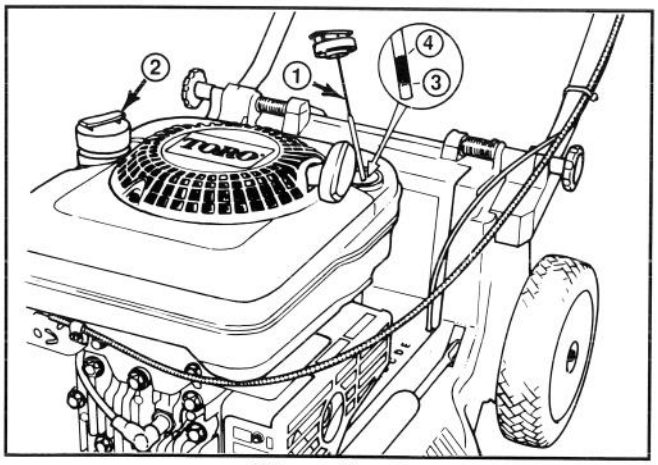

**Afbeelding 7**
**3.** Veeg de oliepeilstok af en steek hem weer in het vulgat. Draai de dop een kwartslag naar rechts. Verwijder daarna de oliepeilstok weer en controleer het oliepeil (Afb. 7). **INDIEN HET PEIL TE LAAG IS, OLIE BIJVULLEN TOT AAN DE VULLIJN OP DE OLIEPEILSTOK. VUL NIET BOVEN DE VULLIJN OMDAT DE MOTOR BIJ HET STARTEN ZOU KUNNEN BESCHADIGEN. LANGZAAM BIJVULLEN.**
**1.** Maak de tank rond de dop schoon en verwijder de dop van de tank (Afb. 7). Vul de tank met loodvrije benzine tot ongeveer 6-13 mm van de rand.
**1.** CONTROLEER HET OLIEPEIL—Houd het oliepeil tussen "ADD" en "FULL" zoals op de oliepeilstok is aangegeven (Afb. 7).
**2.** MAAIEN EN GRASPAKKING—De beste resultaten worden verkregen, wanneer ongeveer 1/3 van de grasspriet wordt afgemaaid. Als het gras lang is, stel dan de maaier tijdens de eerste maaironde in de hoogste stand (E). Maai het gras daarna nog eens op normale maaihoogte. Indien u teveel van het lange gras afmaait, kan de maaier verstopt raken en de motor afslaan.